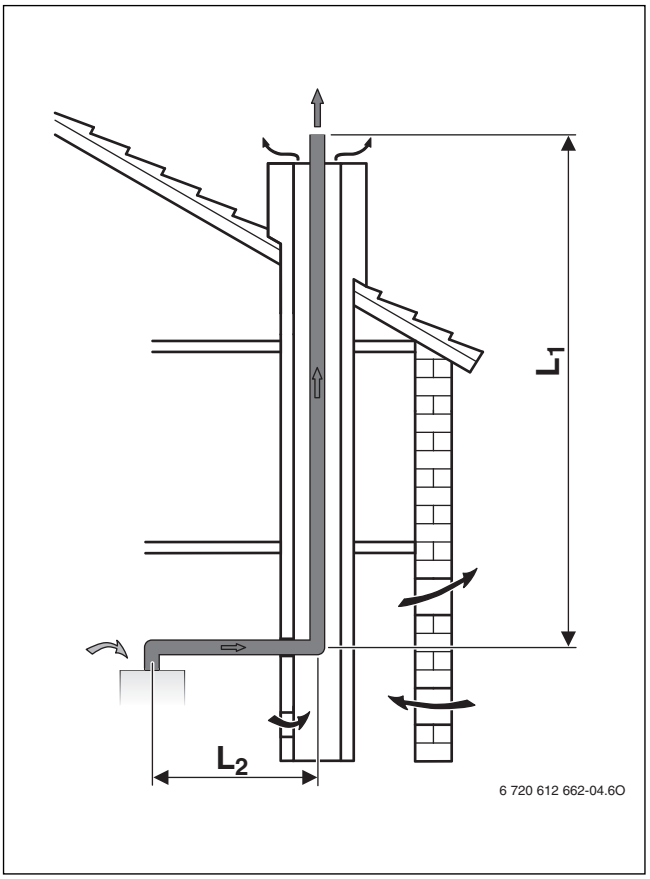

Fig. 16 Ghidarea gazelor arse în puț conform B_{23}
- În cazul în care ghidarea gazelor arse se realizează într-un puț cu aerisire posterioară (→ Fig. 16, 17 şi 19), nu este necesară nicio curățare.